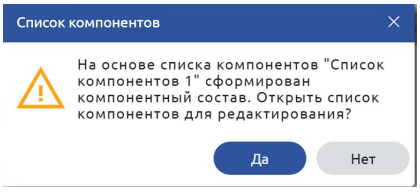

Рисунок 31. Предупреждение о наличии компонентного состава
2. Если на основе списка компонентов уже был создан компонентный состав формируется предупреждающее сообщение (Рисунок 31).